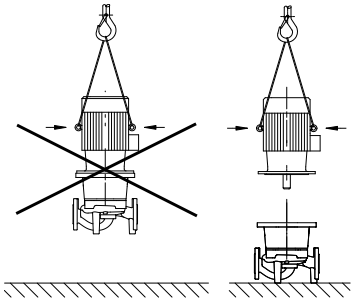

Fig. 7: Транспортировка электродвигателя
- **Проушины для транспортировки на электродвигателе служат только для транспортировки электродвигателя, транспортировка всего насоса с их помощью недопустима (Fig. 7).**